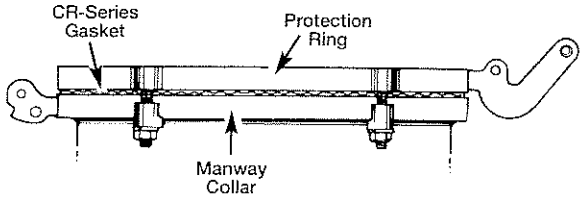

Figure 19: Manway Collar with Protection Ring
b. Position protection ring on gasket, making sure it is right side up and properly oriented with hinge lugs 180° from lugs on manway collar (see Figure 19).
c. Bolt protection ring snugly to collar (Figure 19). Do not overtighten. Refer to Pfaudler Instruction Manual IM81-100 for recommended bolt torques.
a. Loosen two set screws (5) and carefully pull cover (14) out of yoke (8) and off of Spring Assist.
b. Loosen and remove two jam nuts (13) and washer (12).
c. Remove 20 small conical disc springs (11) and 31 large conical disc springs (6).
d. Slide yoke (8) off of tension bar (10).